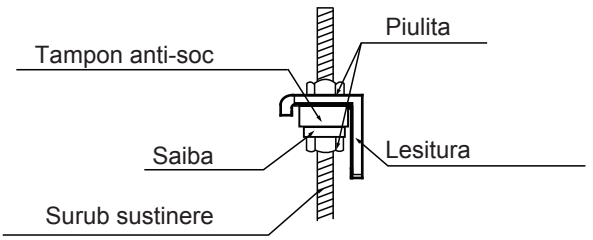

Fig. 4.9
Instalati si folositi suportul de otel. (Fig 4.9)
9. Fixati unitatea interioara pe carligele de ancorare. Asezati unitatea in pozitie perfecta, dreapta si folositi polobocul pentru a va putea evita scurgerile. Fig.4.9